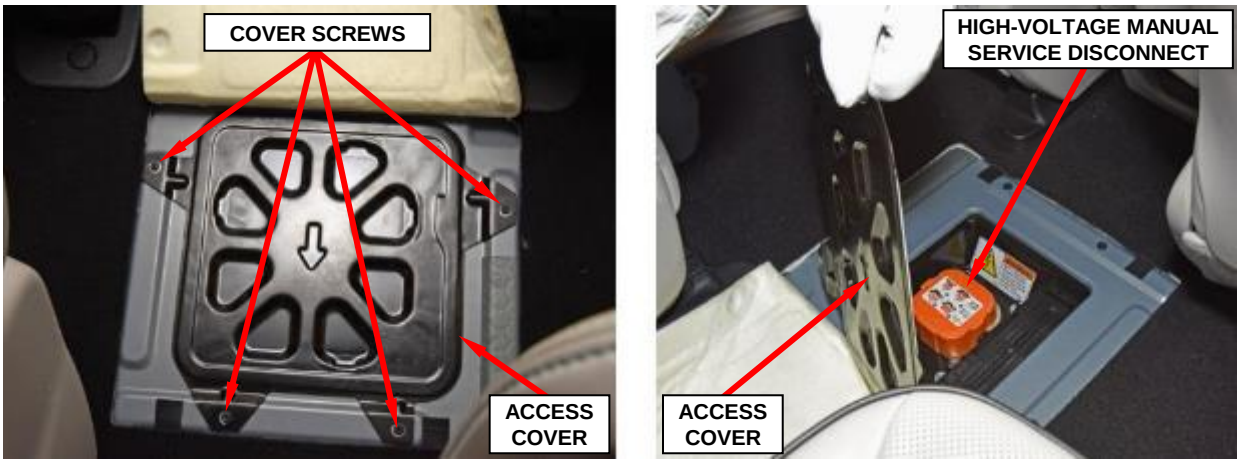

Figure 5 – High-Voltage Manual Service Disconnect Access Cover
8. Remove and save the four screws securing the high-voltage manual service disconnect access cover to the floor then remove and save the cover (Figure 5).